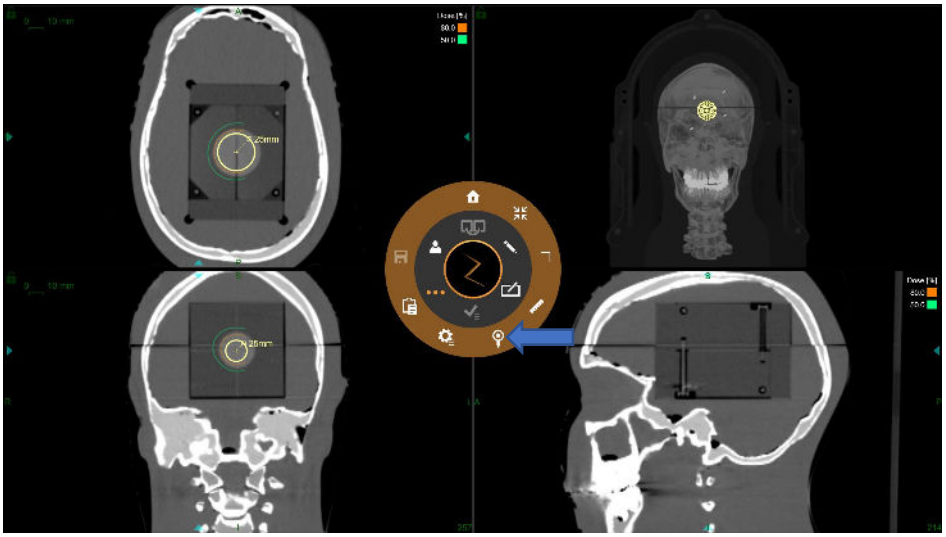

Figura 7-3 Fase del cubo con la sfera.
3. Fare clic su **Auto ball center detection** per collocare l'isocentro al centro della sfera (vedi Figura 7-3).